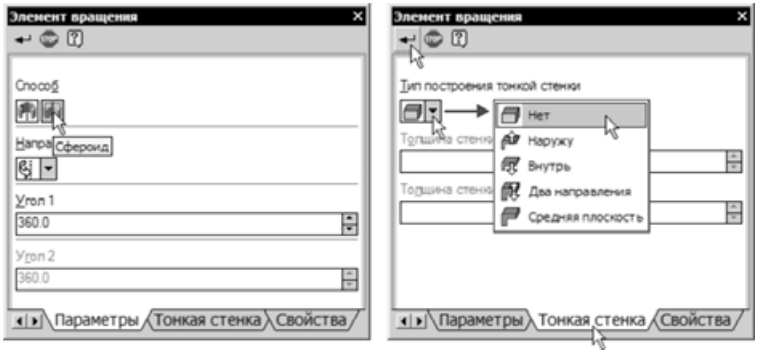

Рис. 5.170
- На вкладке **Параметры** панели свойств установите способ вращения **Сфероид** (рис. 5.170). Затем откройте вкладку **Тонкая стенка** и отключите режим создания тонкой стенки. Для этого раскройте список **Тип построения** и выберите из него команду **Нет**. Нажмите кнопку **Создать объект**.